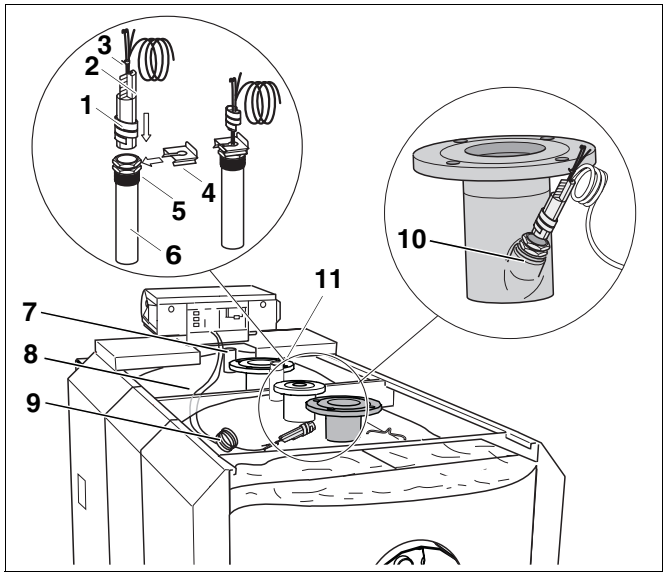

Рис. 38 Установка комплекта температурных датчиков
- Проложить капиллярные трубки и провод датчика (рис. 38, **поз. 9**) к точке замера (рис. 38, **поз. 10**) на подающей линии отопительного котла.
- Лишний кабель, капиллярные трубки и провод датчика (рис. 38, **поз. 9**) смотать и уложить на теплоизоляцию корпуса котла (рис. 38, **поз. 8**).
- Кабель горелки провести через кабельный ввод передней крышки котла (рис. 38, **поз. 7**).
- Вставить до упора компенсационную пружину (рис. 38, **поз. 2**) с температурными датчиками (рис. 38, **поз. 3**) в гильзу (рис. 38, **поз. 6**).
При установке температурных датчиков (рис. 38, **поз. 3**) в гильзу (рис. 38, **поз. 6**) пластмассовая спираль (рис. 38, **поз. 1**) автоматически выдвигается назад.
- Задвинуть фиксатор (рис. 38, **поз. 4**) сбоку на головку гильзы (рис. 38, **поз. 5**).
- Вставить весь комплект датчиков системы управления Logamatic 4212 в точку замера на подающей линии отопительного котла (рис. 38, **поз. 10**).
- Датчик модуля ZM 427 устанавливается заказчиком на обратную линию отопительного котла (рис. 38, **поз. 11**).